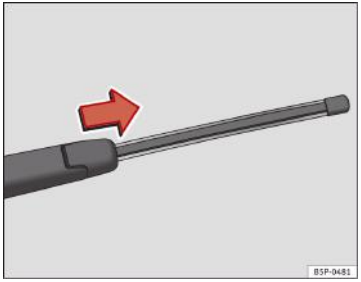

Fig. 139 Scoaterea lamei ştergătorului de lunetă
– Ridicaţi braţul ştergătorului de pe geam ⇒ fig. 139.
– Glisaţi adaptorul lamei în sensul săgeţii şi scoateţi lama ⇒ fig. 139.